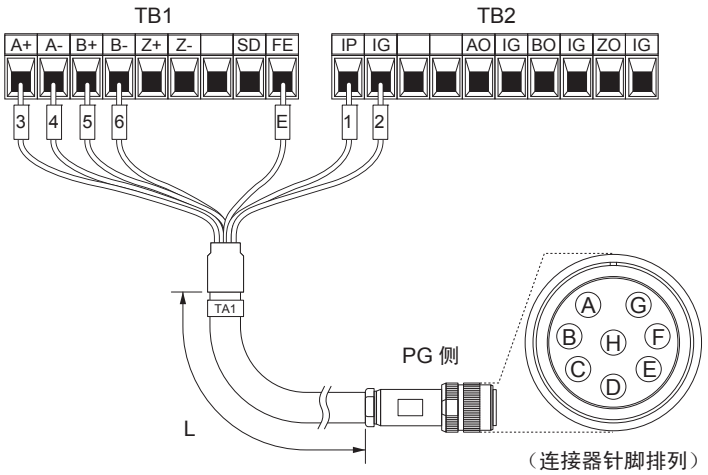

图 8.12 专用 PG 电缆的接线示例
5. 请连接选购卡的端子排和 PG。详情请参照图 8.9 和图 8.12。关于端子的详细内容，请参照 “ 端子的功能 ” （436 页）。
关于与本公司推荐的 PG （LMA-□□B-S185Y，补码输出）接线时使用的专用 PG 电缆的规格及接线示例，请参照**图 8.12**。